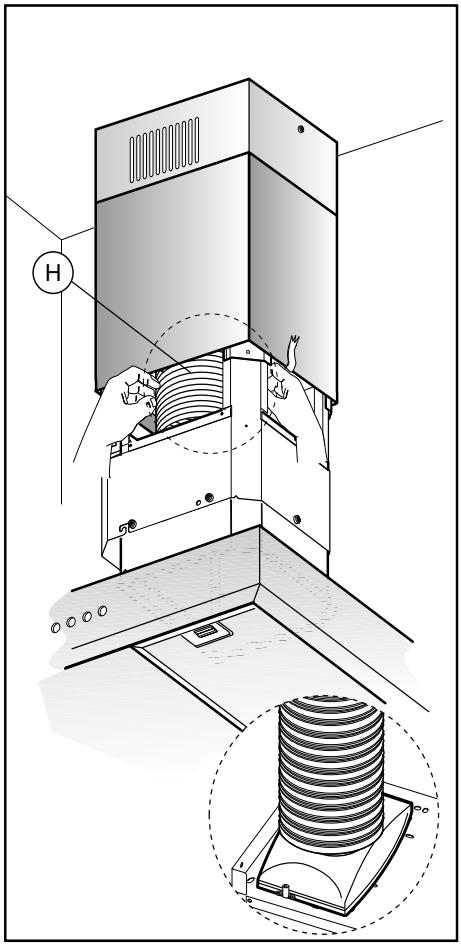

Fig.12
- Fastgør røret til udlednng af luft **H** (ikke inklusiv) til pakningen **F** (fig. 12).